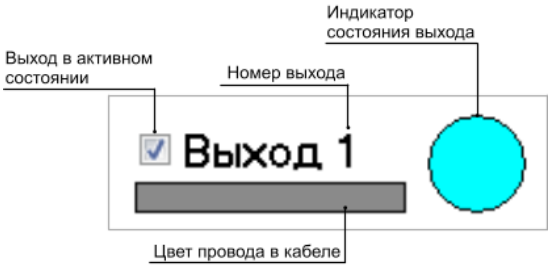

Рис.77. Проверка выходов.
- Индикатор состояния выхода выделится цветом (Рис.77).